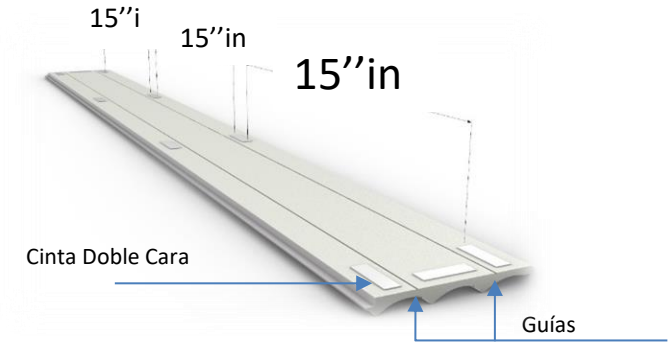

figura 11
a. Aplicar pedazos de cinta de doble cara de entre 3 y 5cm de largo, con una separación de no más de 40cm de distancia. Comenzar aplicando la Cinta de Doble Cara en los extremos de la barra y una más en cada extremo. Ver Figura 11. Aplicar dos líneas de adhesivo de gran resistencia, continuar a lo largo de la barra siguiendo sus guías en la parte posterior de la barra. Consultar la ilustración figura 13;